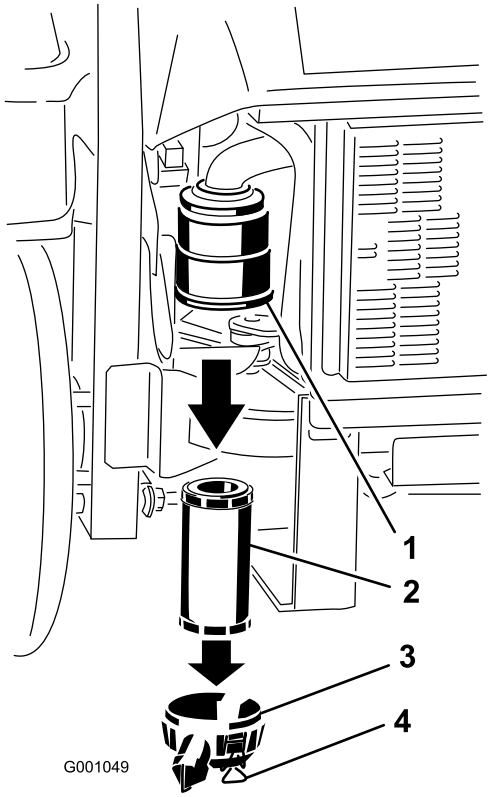

Figur 57
3. Lossa spärrhakarna på luftrenaren och dra av luftrenarkåpan från luftrenarhuset (Figur 57).
5. Dra försiktigt ut filtret ur luftrenarhuset (Figur 57).